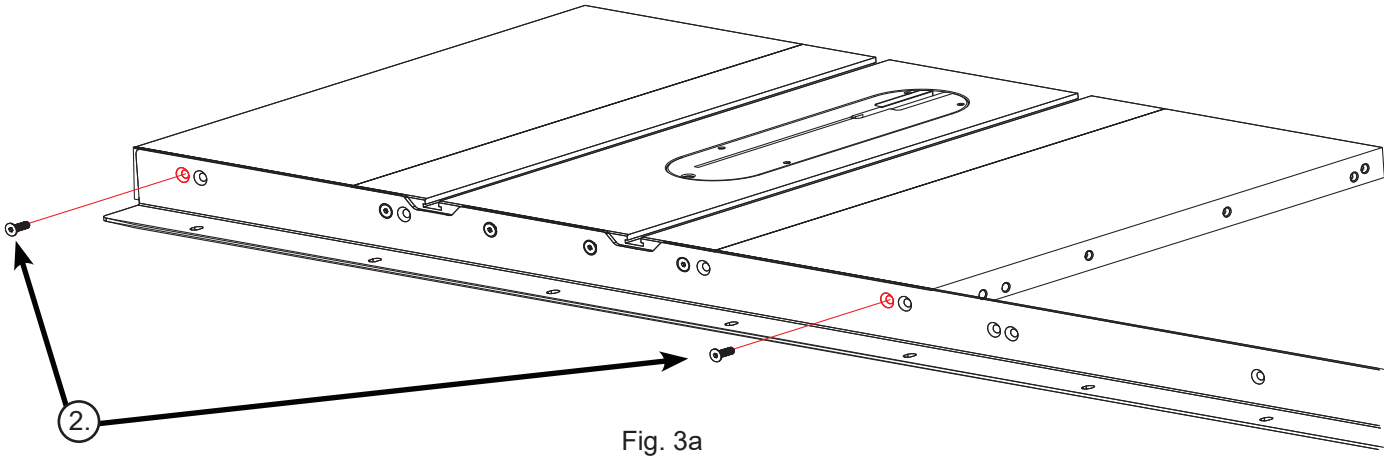
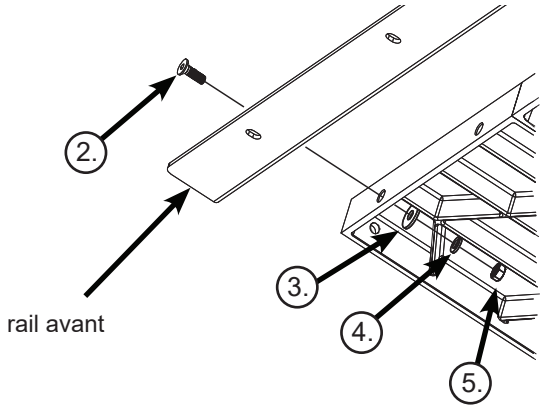

Fig. 3a
Fig. 3b
3. Prenez deux boulons fraisés à tête taraudeuse M8 x 25 et insérez un boulon dans le trou correspondant à l'extrémité de chaque aile de rallonge (voir Fig. 3a). Placez une rondelle M8, une rondelle de blocage M8 et un écrou hexagonal M8 sur l'extrémité filetée de chacun des boulons (voir Fig. 3b). Serrez les écrous à la main; ne les serrez pas complètement.